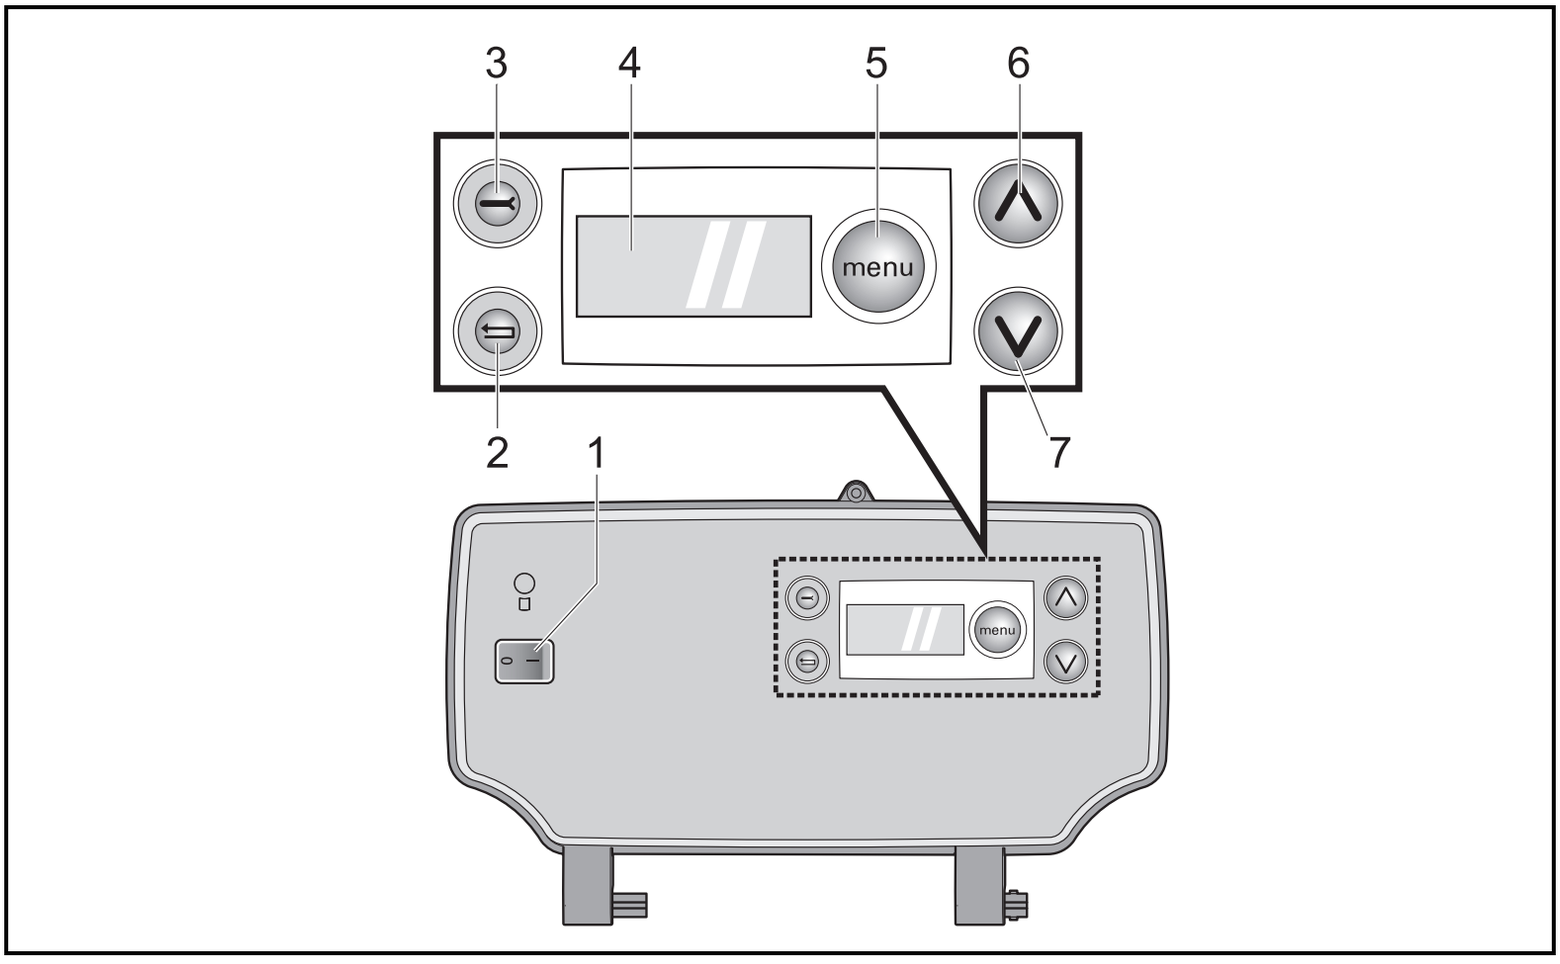
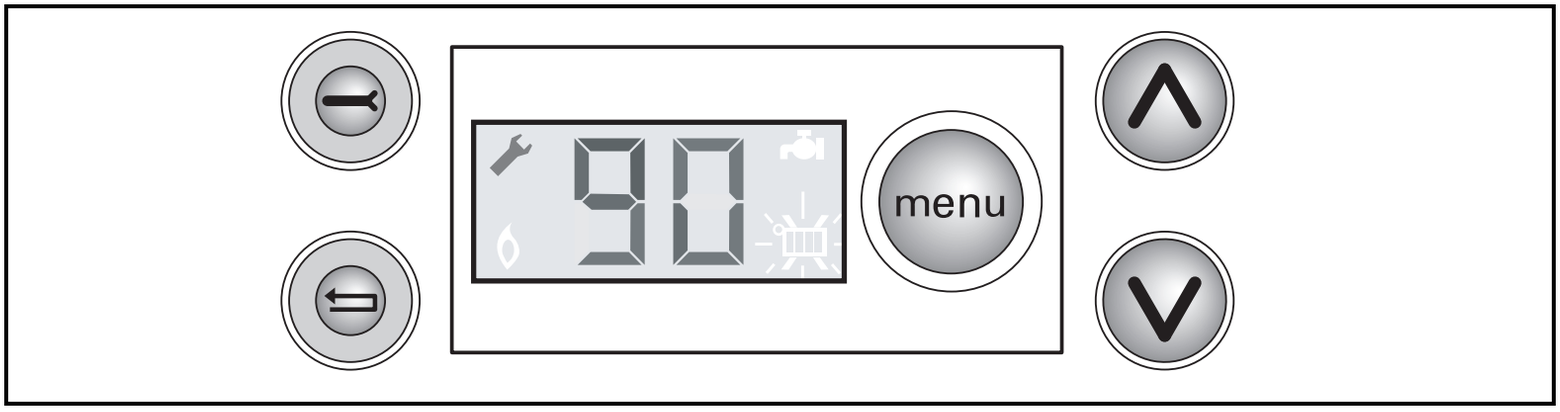
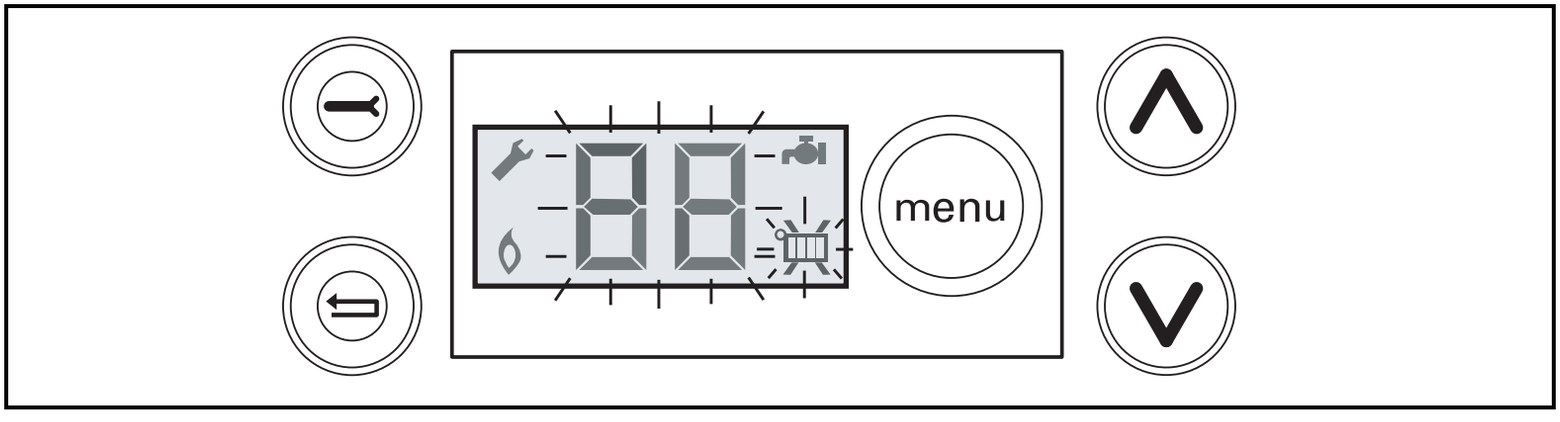

Figura 3 DBA
Figura 4 DBA con una llave en el modo de servicio
Figura 5 DBA - Menú Configuración
El interruptor de funcionamiento (figura 3, pos. 1) permite conectar y desconectar la tensión del aparato.
Si la pantalla muestra un código de avería parpadeante debido a la existencia de un fallo, el aparato puede reiniciarse accionando la tecla Reset (figura 3, pos. 2).
La tecla de servicio (figura 3, pos. 3) permite colocar el aparato calefactor en el modo de servicio (figura 4).
En la pantalla (figura 3, pos. 4) se muestran todos los ajustes y códigos de error (figura 5).
Las diversas páginas de configuración de la caldera de calefacción pueden consultarse en el DBA con ayuda de la tecla de menú (menu), la tecla (∧) y la tecla (∨) (figura 3, pos. 5, 6 y 7) y de la pantalla.
- Ajustar los valores predeterminados para el agua caliente: Utilice la tecla de menú "(menu)" (figura 3, pos. 5) para ajustar el modo de agua caliente deseada para la caldera de calefacción (consulte la tabla 6 y tabla 1: "Configuración", en la página 22).
Utilice la tecla de menú "menu" (figura 3, pos. 5) para ajustar el valor predeterminado para la temperatura deseada en el agua caliente (consulte la tabla 2 y el tabla 6: "Configuración", en la página 22).
Utilice la tecla de menú "menu" (figura 3, pos. 5) para ajustar
Utilice la tecla de menú "(menu)" (figura 3, pos. 5) para ajustar el valor predeterminado para la temperatura deseada en el agua de la caldera en el modo de calefacción (consulte la tabla 4 y el tabla 6: "Configuración", en la página 22).